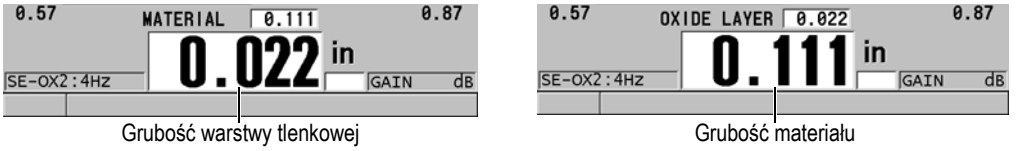

Rysunek 7-3 Wybieranie pomiaru, który będzie wyświetlany większą czcionką
c) Ustaw parametr **LARGE FONT** (Duża czcionka) na pomiar, który ma być wyświetlany większą czcionką na ekranie pomiaru (patrz Rysunek 7-3 na stronie 119).